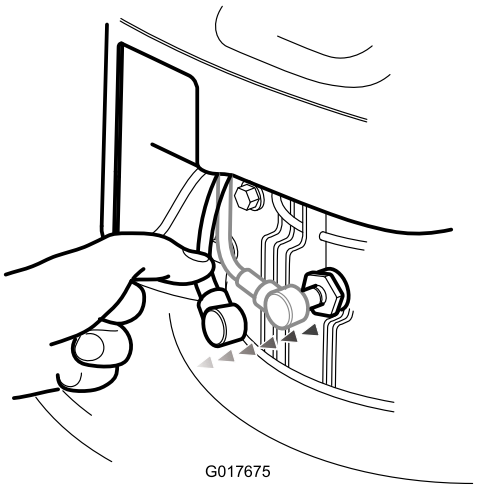

Figur 21
2. Koble fra tennpluggen (Figur 21).